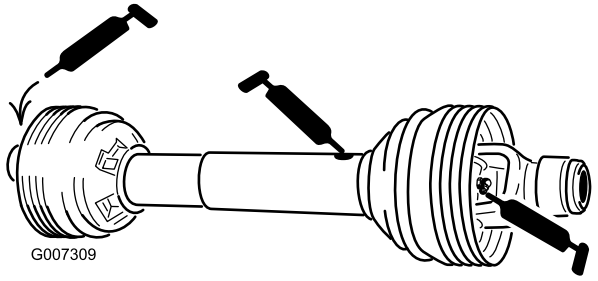

Figur 39
Kraftuttagsaxel (3) (Figur 39).